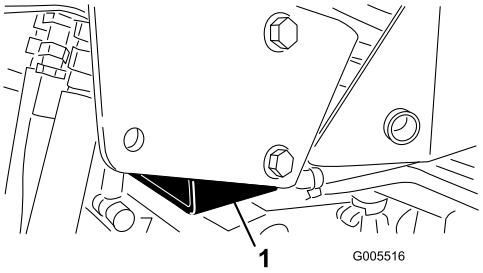

Figur 34
- Höger sida – under vältskyddets stödfäste (Figur 34)